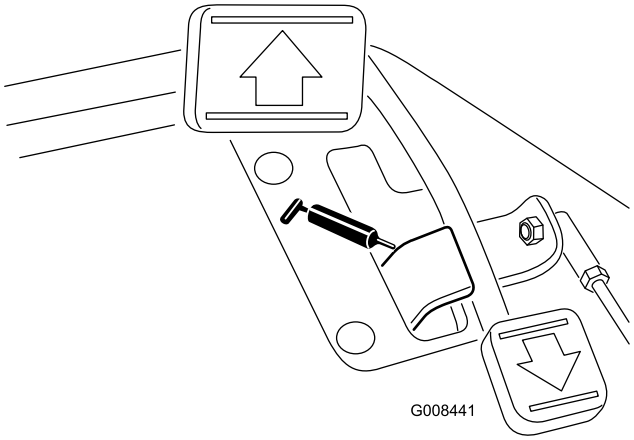

Figuur 35
- Draaipunt van tractiepedaal (1) (Figuur 35)